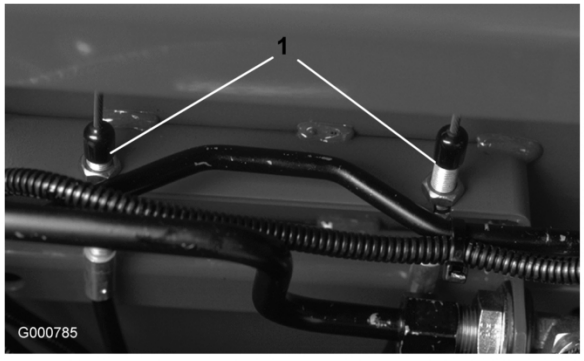

Figur 62
2. Bremsepedalernes frie vandring reduceres ved at stramme bremserne. Dette gøres ved at løsne den forreste møtrik på bremsekablets gevind-ende (Figur 62). Spænd derefter den bageste møtrik for at flytte kablet bagud, indtil bremsepedalerne har en fri vandring på 1,25 til 2,5 cm. Tilspænd de forreste møtrikker, når bremserne er justeret korrekt.